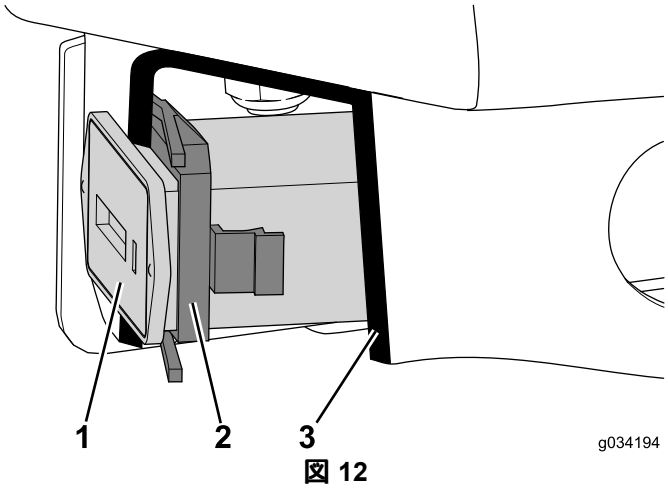

図 12
3. コンソールアセンブリにアワーメータが付いている場合は、それを固定しているリテーナを外してメータを外す図 12。